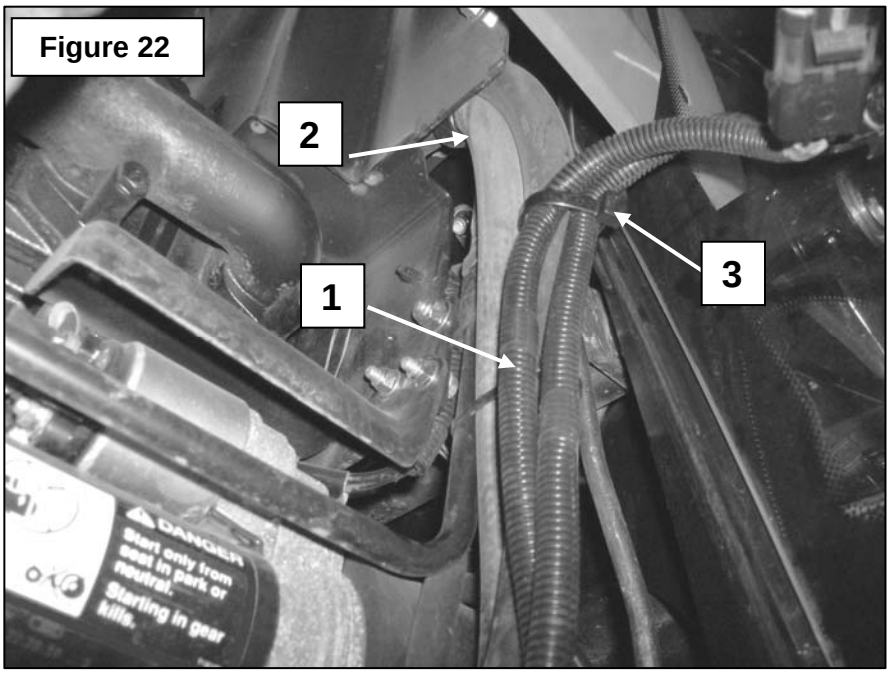

Figure 22
9. **Figure 22:** Run the 132" wiring harness tractor side (item 1) alongside the tractor hydraulic hoses (item 2) and attach with a tie wrap (item 3).